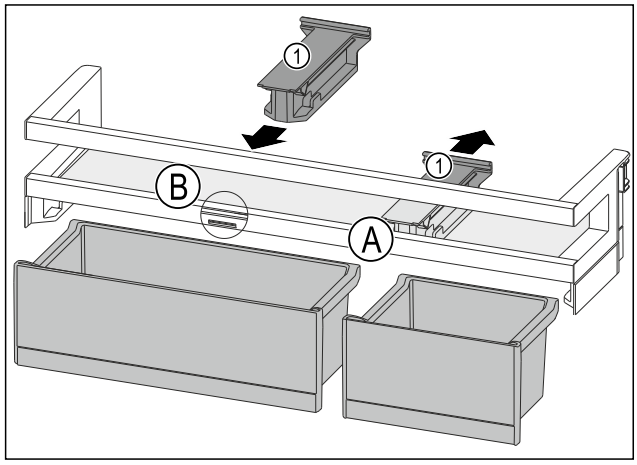

*Fig. 88*
- ▶ Take off the holding part *Fig. 88 (1)* in position *Fig. 88 (A)* backwards.
- ▶ Insert the holding part *Fig. 88 (1)* in position *Fig. 88 (B)*.